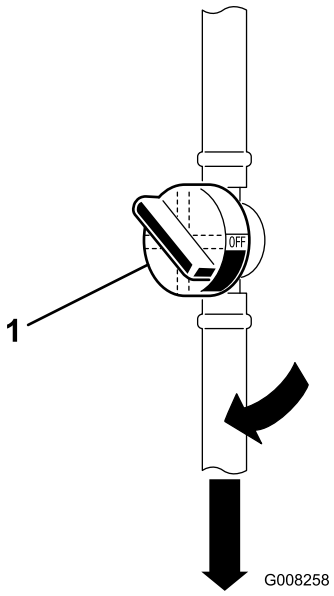

Figuur 11
1. Open de brandstofafsluitklep deze bevindt zich tussen de brandstoftank en de motor (Figuur 11).